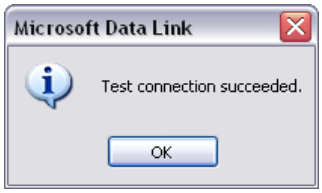

Figure 8.3-8. Database connection completion message
23. If MS SQL server connection was completed, the “Test connection succeeded” message is displayed (Figure 8.3-8).